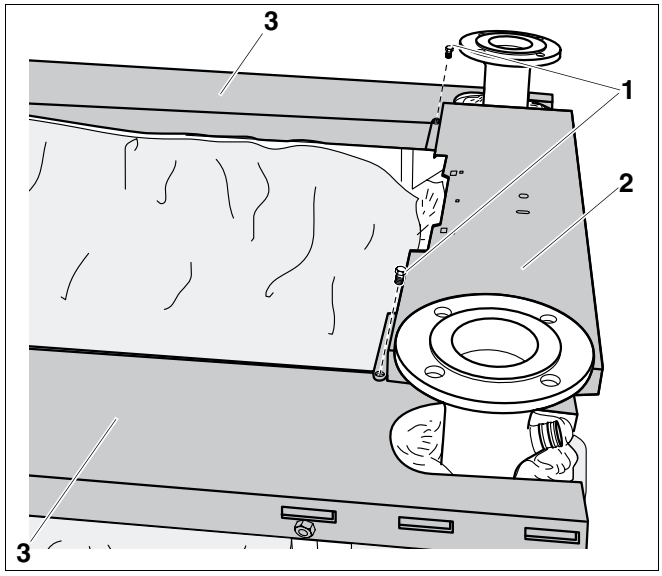

Afb. 56 Voorste ketelafdekkap monteren
- Breng de voorste ketelafdekkap (afb. 56, **pos. 2**, mantel Pack A) aan en bevestig ze met twee schroeven met vlakke kop 3,9 x 9,5 (afb. 56, **pos. 1**) aan de zijdelingse ketelafdekkappen (afb. 56, **pos. 3**).